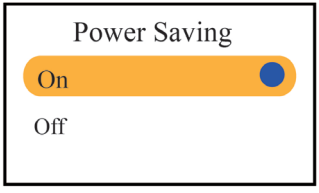

Figura 4.10G Impostazione Risparmio energetico
- Power saving mode: Per accendere/spegnere la modalità Risparmio Energetico; l'impostazione predefinita è su "On", come mostrato nella figura 4.10G.